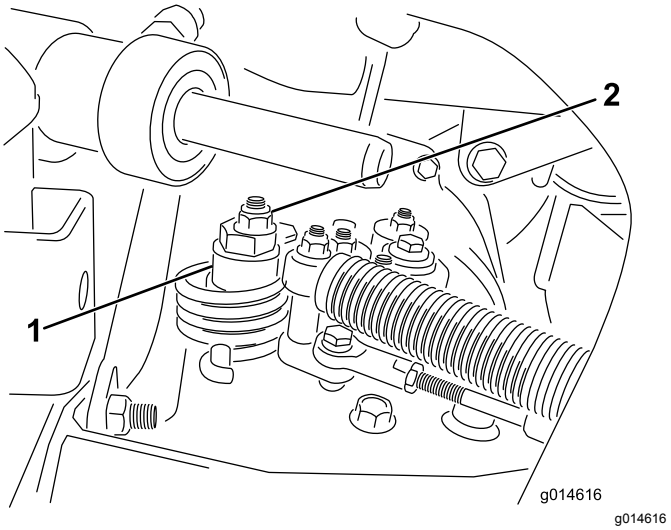

Figuur 40
A. Draai de moer los waarmee de excentriek is bevestigd aan de bovenkant van de hydrostaat (Figuur 40).
C. Draai aan de excentriek totdat de machine niet meer naar voren of naar achteren kruipt. Als het wielen niet meer draaien, zet u de moer vast waarmee de excentriek en de afstelling worden geborgd (Figuur 40). Controleer de instelling met de gashendel op LANGZAAM en op SNEL.